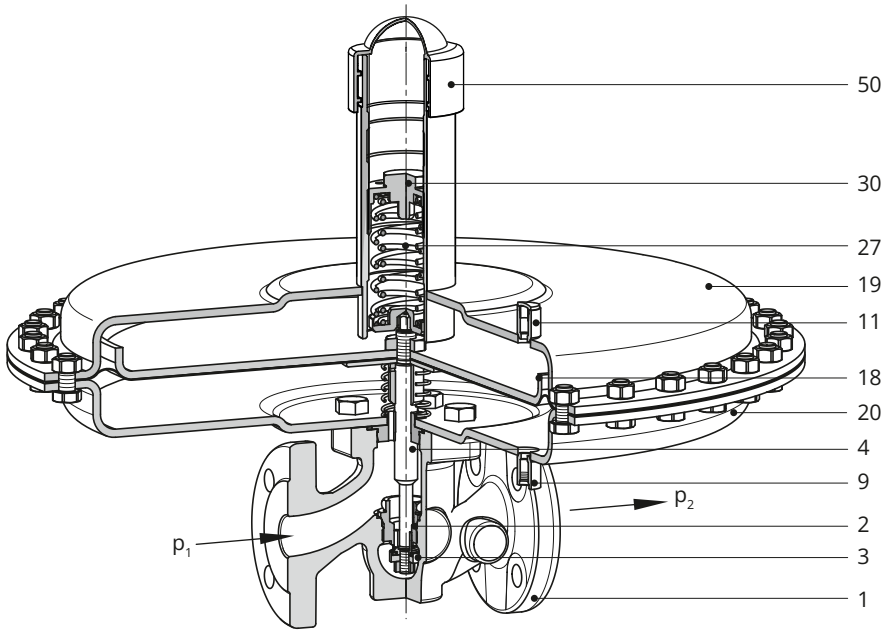

Fig. 1: *Type 2405 Pressure Reducing Valve without pressure balancing · C_V 2 to 5 · Flow-to-open*
– **Pressure reducing valve with proportional control action (see Fig. 1**)
Legend for Figs. 1 to 4